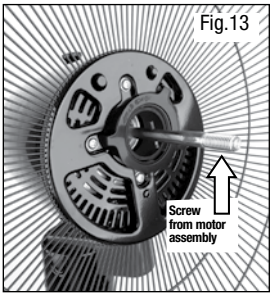
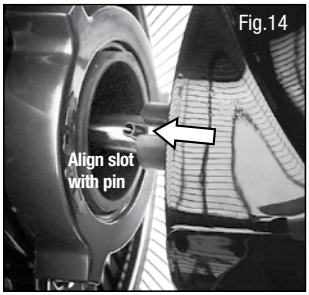

Fig.13
Fig.14
- Align hole in center of Fan Blade with the screw extending from the Motor Assembly (Fig. 13). Make sure that the 2 slots on the back of the Fan Blade align with the bars extending from the shaft surrounding the screw attached to the Motor Assembly. (Fig. 14).